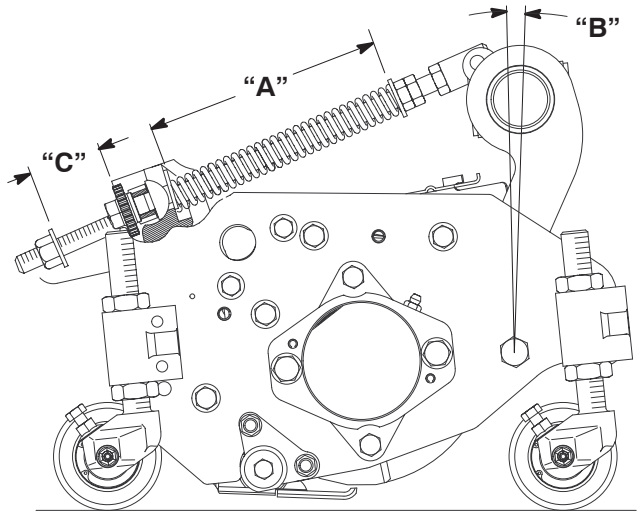

Bild 7
Die Rasenkompensierungsfeder (Bild 7), mit der der Trägerrahmen am Mähwerk befestigt ist, steuert den Umfang der möglichen Vorwärts- bzw. Rückwärtsrotation und die Bodenfreiheit um Transport und Wenden.
1. Ziehen Sie die Sicherungsmutter hinten an der Federstange fest, bis der Abstand (C) zwischen der Federhalterung hinten und der Scheibe vorne 25 mm beträgt (Bild 7).
2. Ziehen Sie die Sechskantmuttern vorne an der Federstange fest, bis die komprimierte Länge (A) der Feder 203 mm beträgt (Bild 7).
Hinweis: Beim Schneiden von Roughs oder welliger Rasenfläche erhöhen Sie die komprimierte Länge (A) der Feder auf 216 mm und den Abstand (C) zwischen der Federhalterung hinten und der Scheibe vorne auf 38 mm (Bild 7).